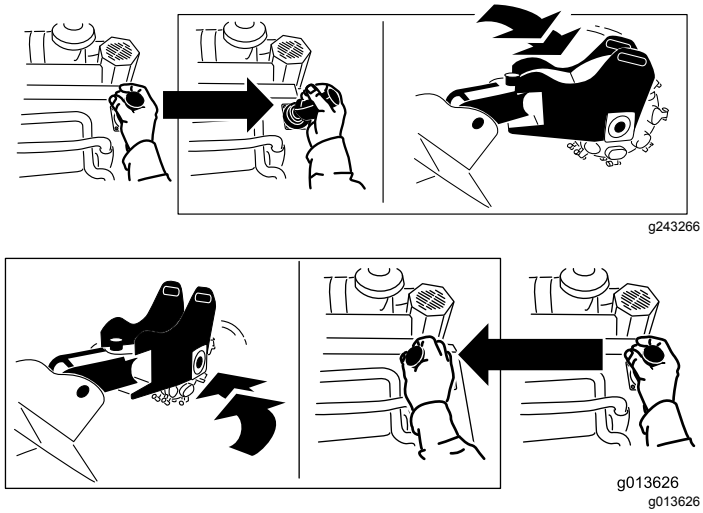

Figur 14
- Om du vill vrida fräsen åt höger eller vänster för du spaken i den önskade riktningen (Figur 14).